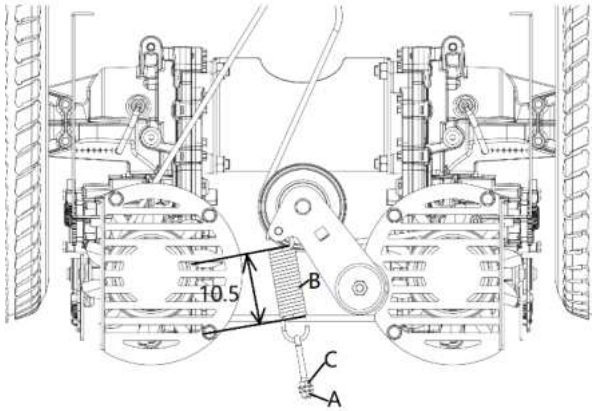

Рис. 20
Способ аналогичен описанному выше способу регулировки ремня деки, при правильном натяжении ремня длина натяжной пружины (B) должна составлять примерно 11 см (см. рис. 20).